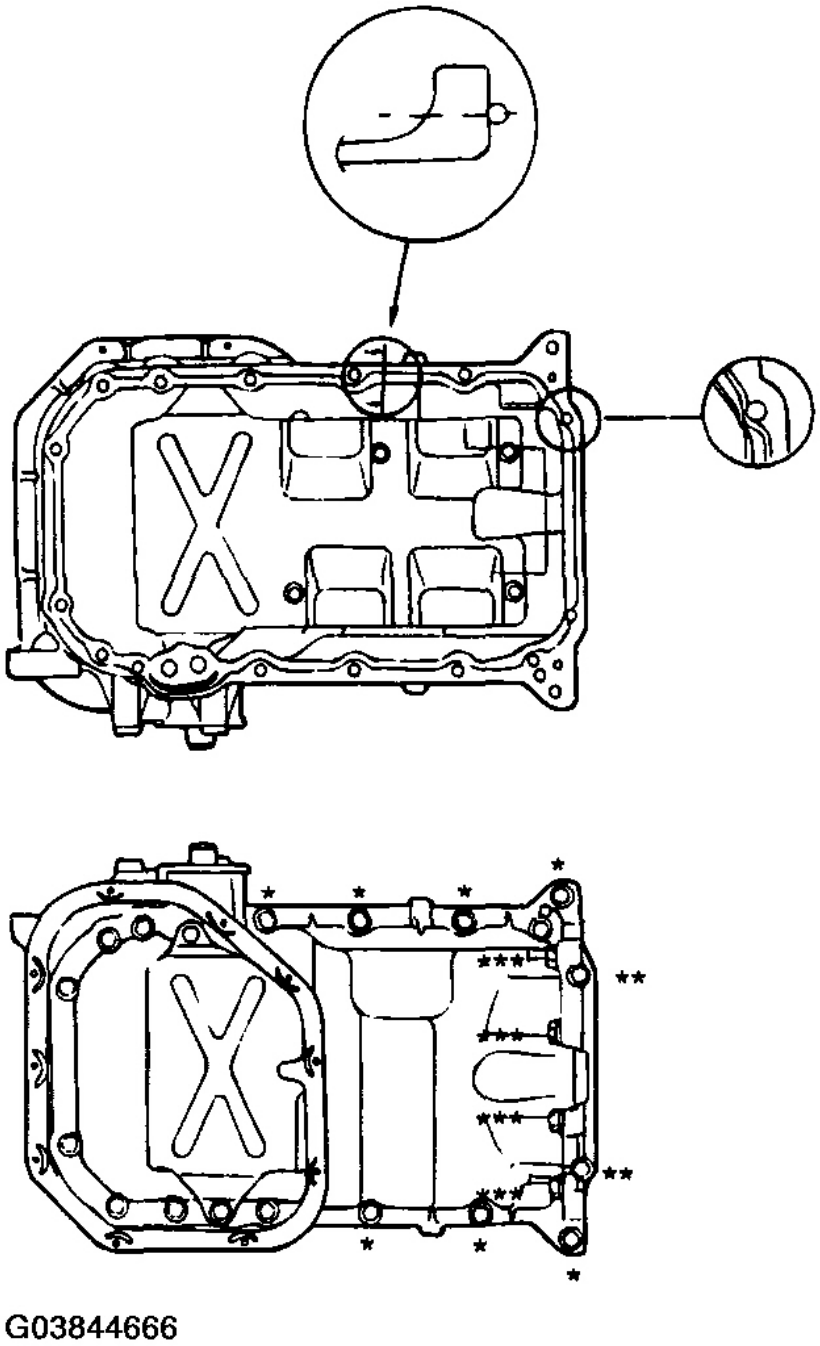

Fig. 141: Installing Oil Pump Bolts
7. Install the oil pan and tighten the bolts to the specified torque. See **Fig. 141** .